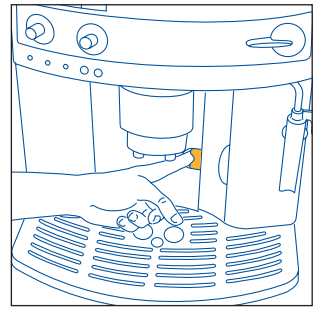
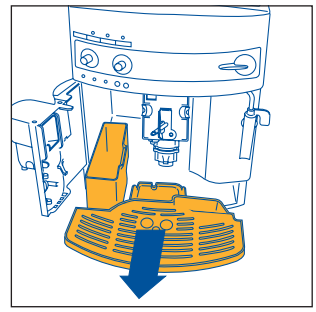

Fig.15
Fig.16
***NOTA 7:** : la machine compte le nombre de cafés qu'elle fait. Tous les 14 cafés simples (ou 7 doubles), le voyant s'allume fixe (chap. 12 point 3) pour avertir que le tiroir est plein de pastilles usées et qu'il faut le vider et le nettoyer. Tant que le tiroir n'est pas nettoyé, le voyant reste allumé et la machine ne peut pas faire de café. Pour effectuer le nettoyage, ouvrez le volet de service sur le devant en tirant la poignée (fig. 15) ; le voyant commencera à clignoter (voir § 12 point 9) ; sortez l'égouttoir (fig. 16) videz-le et nettoyez-le. Videz et nettoyez soigneusement le tiroir à marc en éliminant tous les résidus déposés sur le fond. Essuyez également les éventuelles gouttes de condensation déposées à l'intérieur de la machine sous l'égouttoir.*
- ouvrez le volet de service (fig. 15) ;
- retirez l'égouttoir et le tiroir à marc (fig. 16) et lavez-les ;